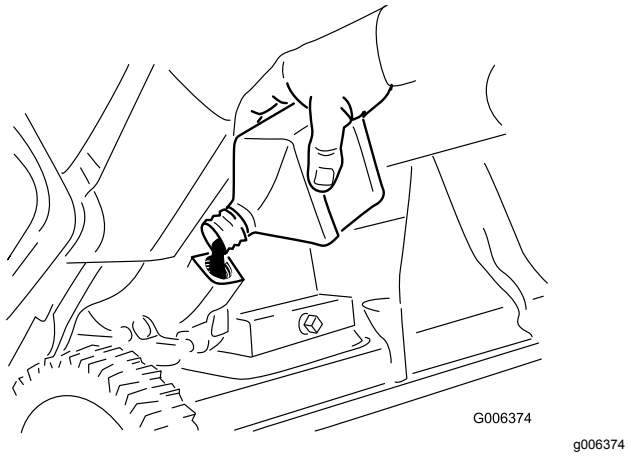

Рисунок 24
8. Установив машину в рабочее положение, **осторожно** залейте масло в маслозаливную горловину до точки перелива (Рисунок 24).